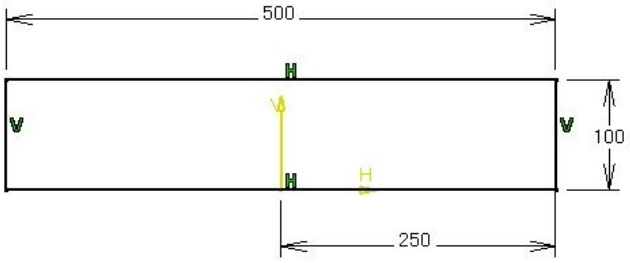

Figure 8-87 *The sketch for the base feature of the model*
a. Create the base feature of the model, refer to Figure 8-87.
1. Create the sketch of the base feature on the yz plane, as shown in Figure 8-87.